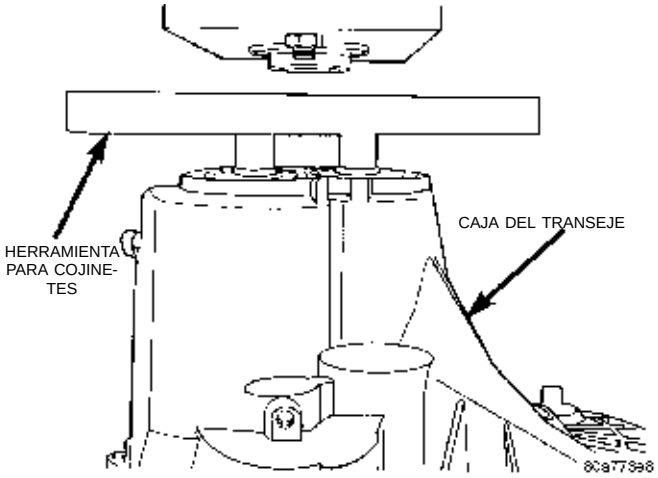

Fig. 45 Herramienta para cojinetes
(14) Instale la herramienta para cojinetes Miller Nº 6768 en los cojinetes de los extremos del transeje (Fig. 45). Verifique que la herramienta esté alineada correctamente con los ejes impulsor y de transmisión.